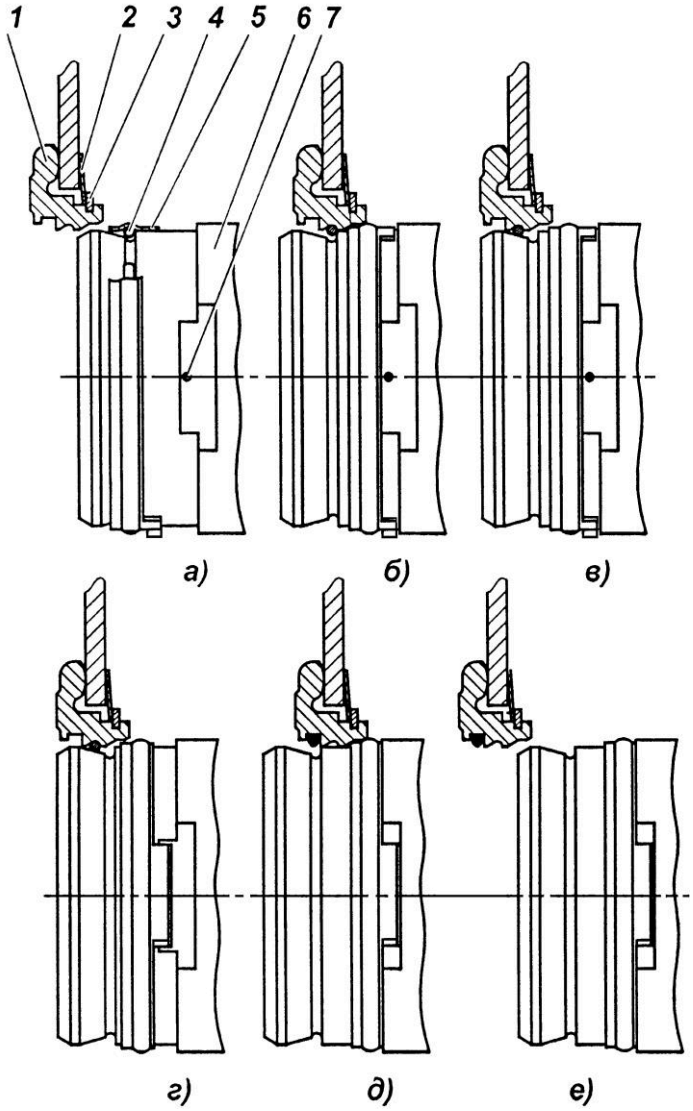

Рис.6. Основные положения запорного устройства:
Конструкция запорного устройства механизма выключения сцепления требует выполнения особых правил установки коробки передач на двигатель. Основные положения запорного устройства показаны на рис. 6.
4. Переместить муфту выключения сцепления к упорному кольцу до упора, для чего с помощью технологического рычага повернуть вал вилки выключения сцепления против часовой стрелки. Пружинное кольцо при этом попадает в фасонную канавку упорного кольца (положение "б", рис. 6).
4. Совместить полукруглый паз на муфте выключения сцепления в передней ее части с выступающим усом предохрани- тельного кольца 6 рис.6 и, утопив его каким-либо предметом, удерживать в утопленном положении через центральное отверстие муфты выключения сцепления.